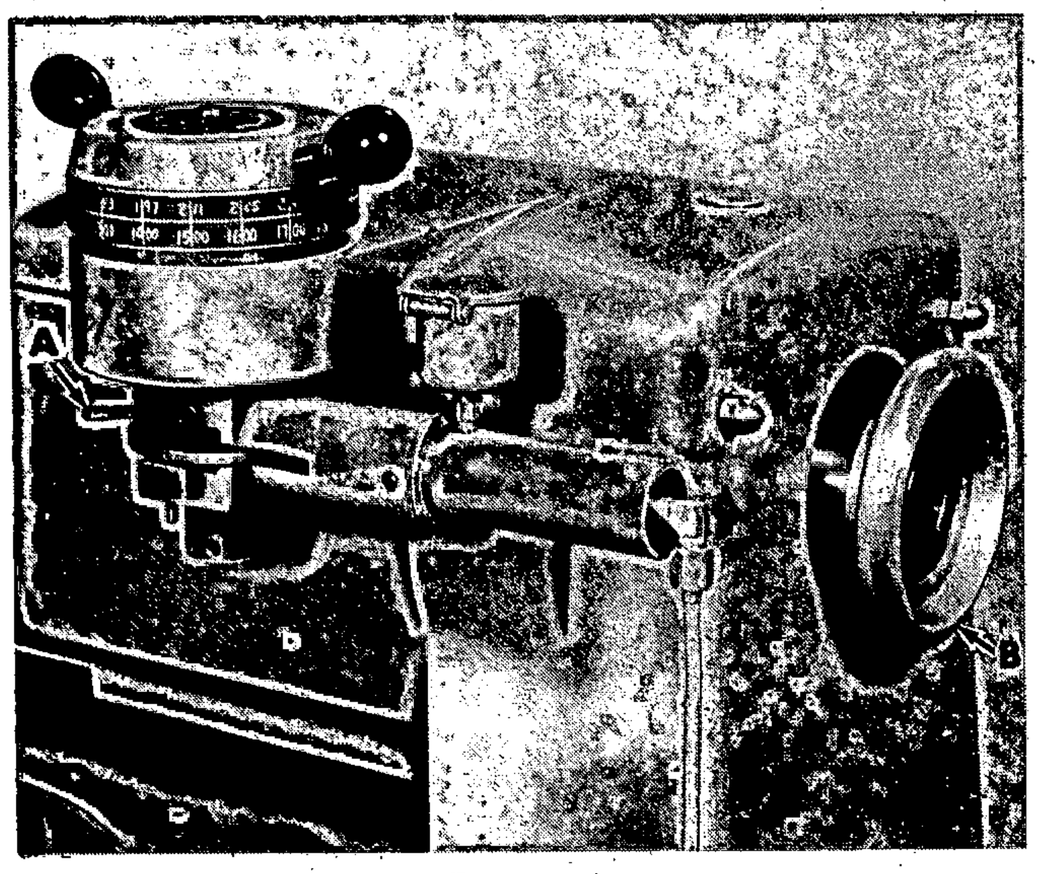
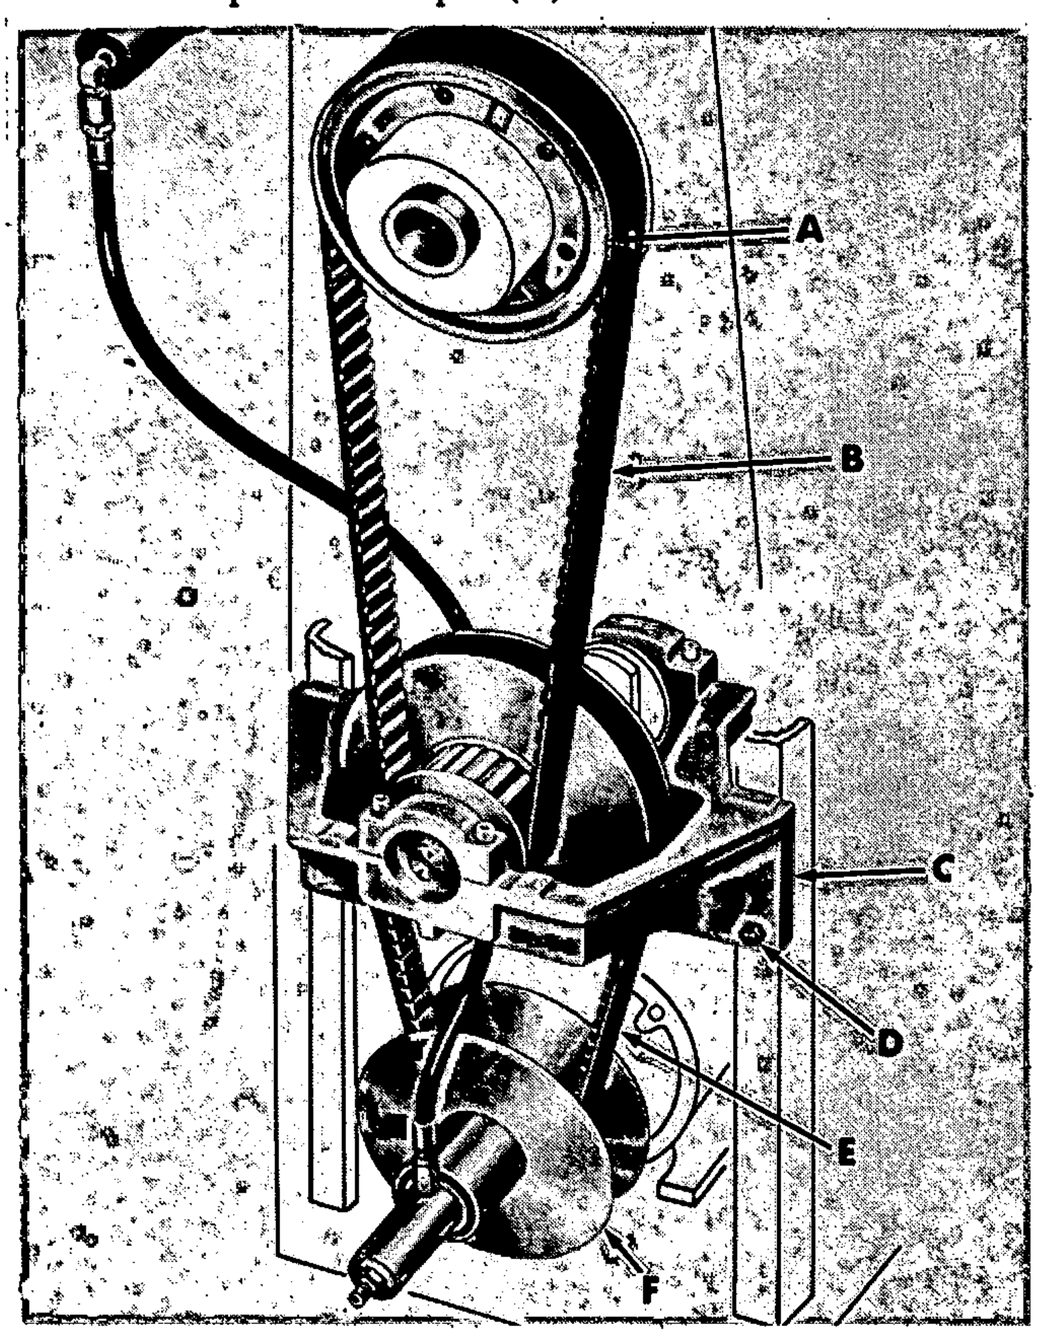
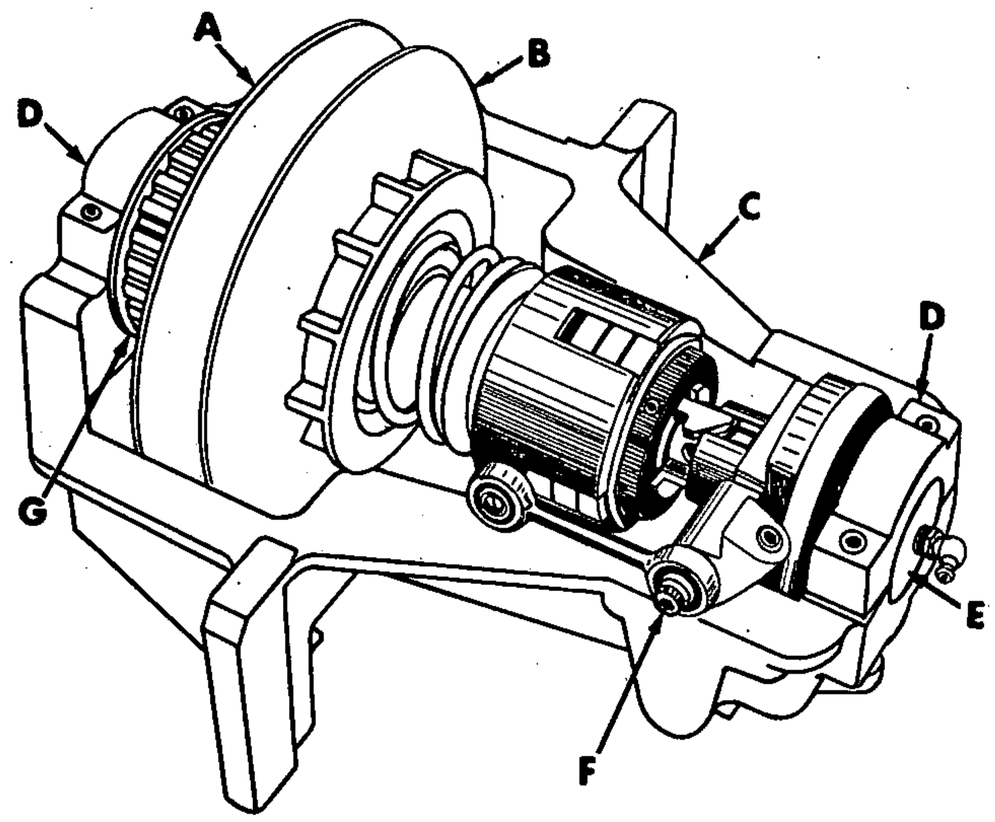

Figure 21
Figure 22
Figure 23
2. Remove spindle handwheel (B) (fig. 21), belt guards and front cover.
3. Turn variable dial back to lowest speed and lock dial in place with pin (A).
4. Holding variable dial against low speed stop, pull on outer sheave of lower variable motor pulley (F) (fig. 22) until variable belt (E) is loose.
5. Thru front cover opening, remove 5/16"-18 hex cap screw (F) (fig. 23) and spacer from clutch linkage.
6. Remove four hex nuts (D) (fig. 22). Raise countershaft (C) slightly and slip timing belt (B) off spindle pulley (A). Lower countershaft and slip variable belt (E) off variable motor pulley (F).
8. Remove bearing caps (D) (fig. 23), snap rings and countershaft spindle (E) from bracket (C).
11. Install spindle in countershaft bracket and secure in place with snap rings and bearing caps (D).
13. Position the countershaft (C) (fig. 22) so variable belt (E) can be slipped on motor pulley (F), then raise countershaft so timing belt (B) can be slipped on spindle pulley (A).
14. Place countershaft assembly on the four mounting studs (D), then snug up the four hex nuts. Refer to Tensioning Timing Belt steps 2-5.
16. Remove lock pin (A, fig. 21) from variable cam housing.
4. Pull on outer sheave of lower variable motor pulley (F) (fig. 22) until variable belt (E) is loose.
9. Remove timing belt from countershaft pulley (G).
10. Place new timing belt on countershaft pulley (G).
11. Install spindle in countershaft bracket and secure in place with snap rings and bearing caps (D). IMPORTANT: Make sure variable belt is in place before installing bearing caps.
12. Position the countershaft (C) (fig. 22) so variable belt (E) can be slipped on motor pulley (F), then raise countershaft so timing belt (B) can be slipped on spindle pulley (A).
13. Place countershaft assembly on the four mounting studs (D), then snug up the four hex nuts. Refer to Tensioning Spindle Belt steps 2-5.
15. Remove lock pin (A, fig. 21) from variable cam housing.